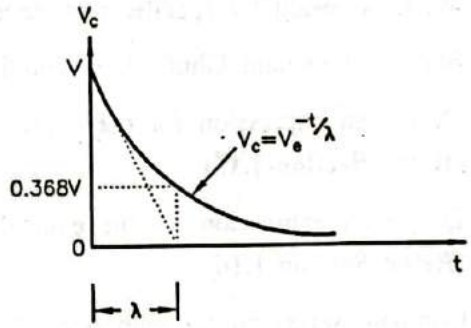

FIG. 1.182
- The above expression shows the variation of voltage ($v_c$) across the capacitor with time while discharging. It is represented in Fig. 1.182.